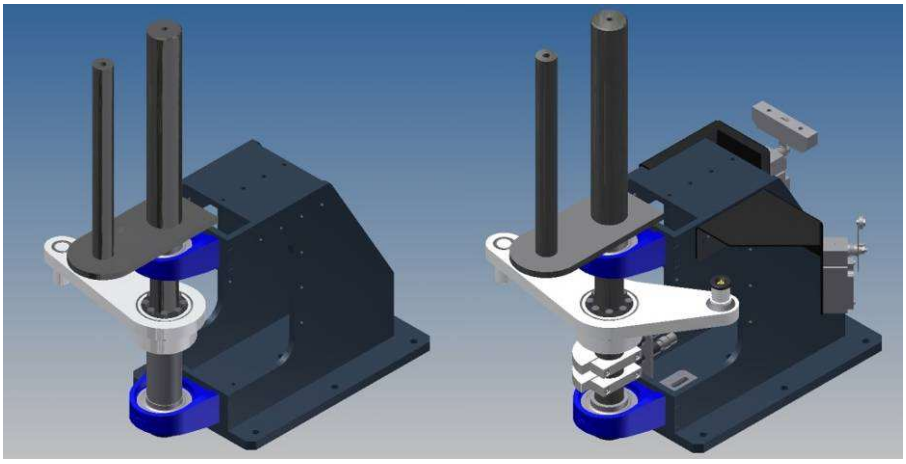

Figura 83: supporti dei due deviatori.
- due supporti (mostrati in Figura 83: a sinistra il supporto del deviatore del lato ricevente, a destra quello del lato opposto), uno per ogni deviatore, che sostengono gli alberi di rotazione dei deviatori, le bielle per il dispositivo di movimentazione ed i sensori ed i fine-corsa per il posizionamento;